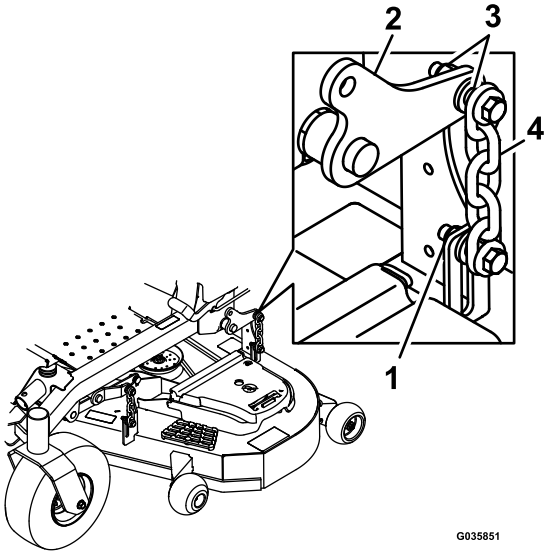

Figure 84
13. Loosen the locknuts (Figure 84) on all 4 corners and ensure that the mower deck is sitting securely on all 4 blocks.